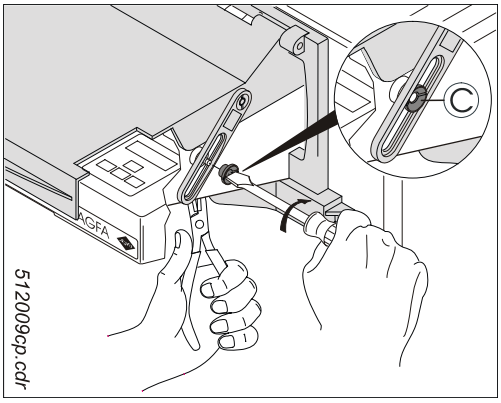

Figure 13: Guide bracket with screw connection
4. Insert the enclosed stud Ⓒ through the recess of the guide bracket across the screw (see spot in figure 13).
5. Connect the stud and the screw (see figure 13).